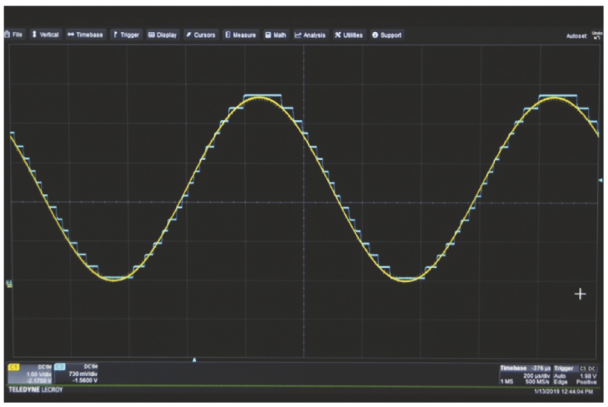

**FIGURE 9.32** (Step 15) Demonstration of bit depth of 4 bits. ⏎
15. **Exploring bit depth.** Keep switching off the bits in order. You are changing your 8-bit DAC into a 7-bit, 6-bit, etc. DAC. Explore what happens, including as you change the frequency. Use your discretion about how best to show the results. By the time you get to 4 bits, the output should become noticeably discrete. Describe what happens. See Fig. 9.32.